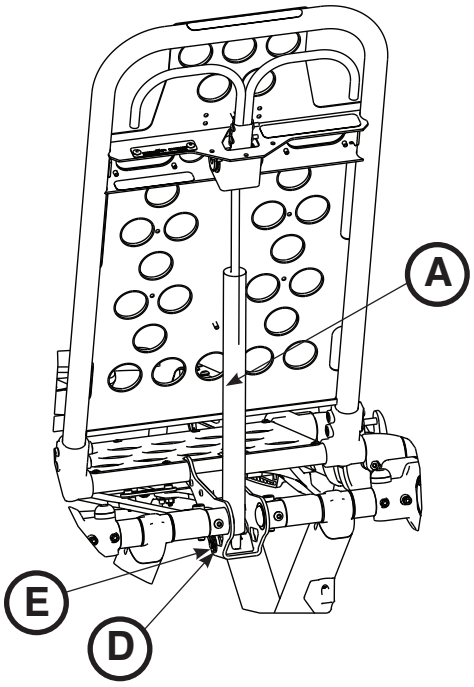
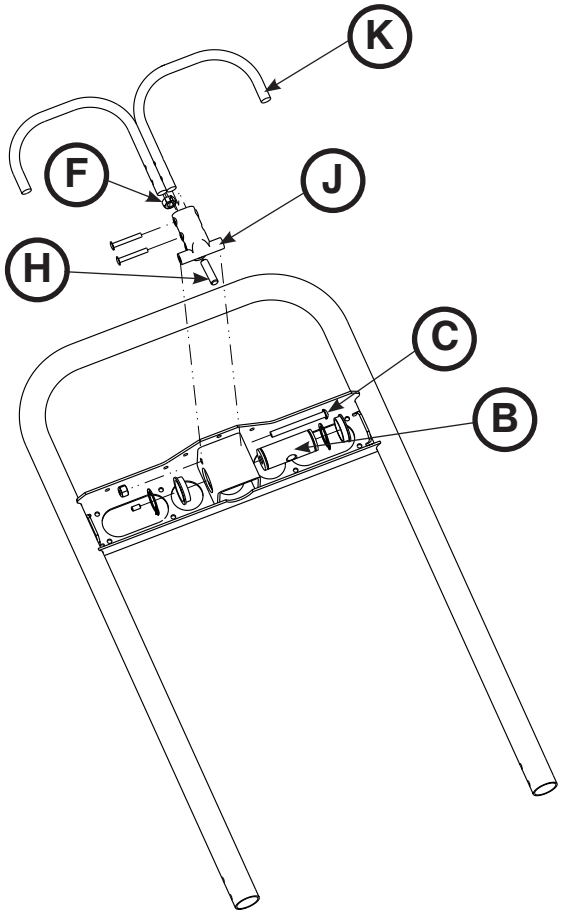

Figura 68
Figura 69
Nota: Antes de continuar con el procedimiento de ajuste del respaldo, asegúrese de que el cilindro (A) está totalmente enroscado en el yugo (B) de modo que no se vea ninguna rosca en el eje del cilindro. Si queda alguna rosca, utilice una llave hexagonal de 3/32" para extraer el tornillo de fijación (C) situado en el centro del yugo. Con un destornillador ranurado pequeño, extraiga el gancho en e y el pasador (D y E) que sujeta la parte inferior del cilindro neumático. Enrosque el eje del cilindro (A) totalmente en el yugo (B). Sustituya el gancho en e y pasador (D y E), y sustituya el tornillo de fijación (C) con Loctite®. (Figura 68 y Figura 69)
2. Con una llave combinada de 1/2", afloje la tuerca hexagonal (F) situada en el pivote del respaldo (J) al mismo tiempo que sujeta el tornillo de fijación (H) fijado en el pivote (Figura 69).
3. Con una llave hexagonal de 5/32", gire el tornillo de fijación (H) hasta que no haya espacio entre la manija de desbloqueo del respaldo (K) y el botón de desbloqueo del cilindro neumático (Figura 69).
5. Con una llave combinada de 1/2", apriete la tuerca hexagonal (F) al mismo tiempo que sujeta el tornillo de fijación fijado en el pivote (Figura 69).